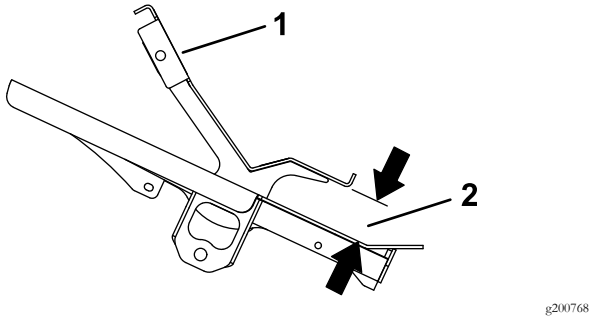

Figur 8
3. Flyt traktionspedalen til neutral position, juster stangendelejet ved at skrue det i eller ud, så målet i Figur 8 opnås.